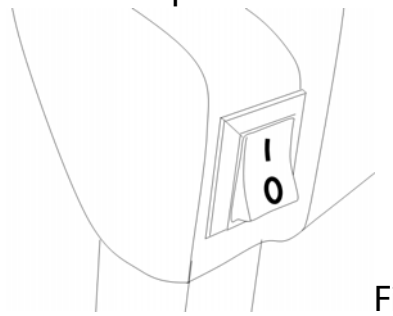

Fig.8
2. Mettez l'interrupteur du moteur en position marche « I » (fig.8)